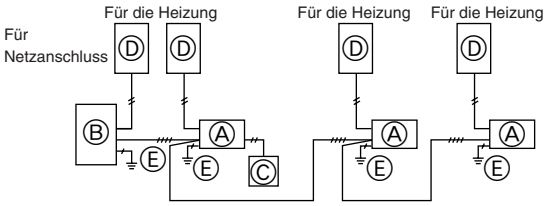

Fig. 6-1
6.1. Außenanlage (Fig. 6-1, Fig. 6-2)
① Die Bedienungsplatte abnehmen.
② Die Kabel gemäß der Fig. 6-1 und der Fig. 6-2 verdrahten.